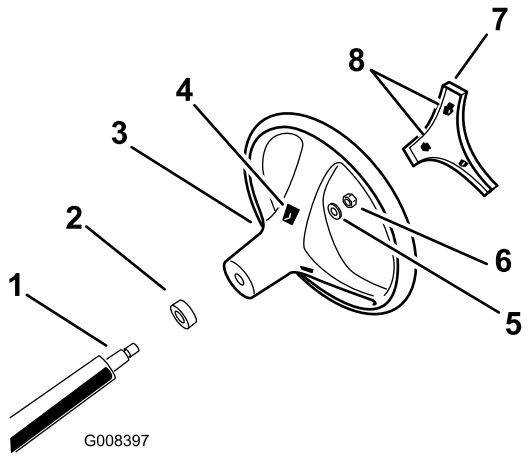

Figur 3
1. Løsn tapperne på midterdækslet gennem åbningerne bag på rattet, og afmonter dækslet fra navet på rattet (Figur 3).
2. Afmonter låsemøtrikken og spændeskiven fra ratakslen (Figur 3).
3. Ret rattet ind med noterne på ratakslen (Figur 3).
4. Saml spændeskiven og ratakslens låsemøtrikgevind (Figur 3).
6. Ret midterdækslets låsetapper ind med åbningerne i rattet og pres dækslet ind på rattet, indtil låsetapperne smækker på plads (Figur 3).